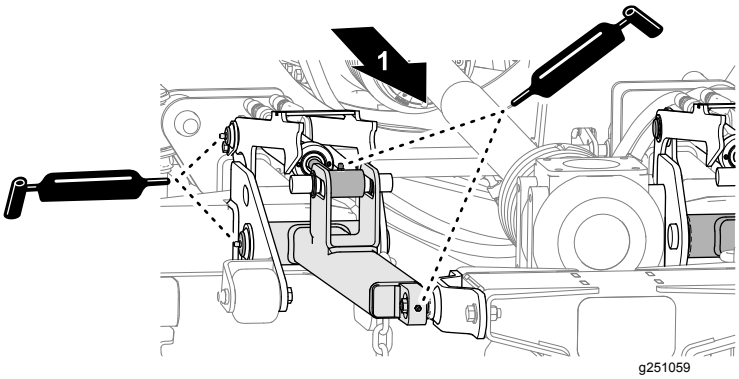

Figur 47
- Applicera fett på lyftarmarna och hydraulcylindrarna samt på mittklippdäckets stötdämpare (Figur 47).
Applicera det angivna fettet på smörjnippeln på de tre spindlarna på respektive klippdäck (Figur 47).